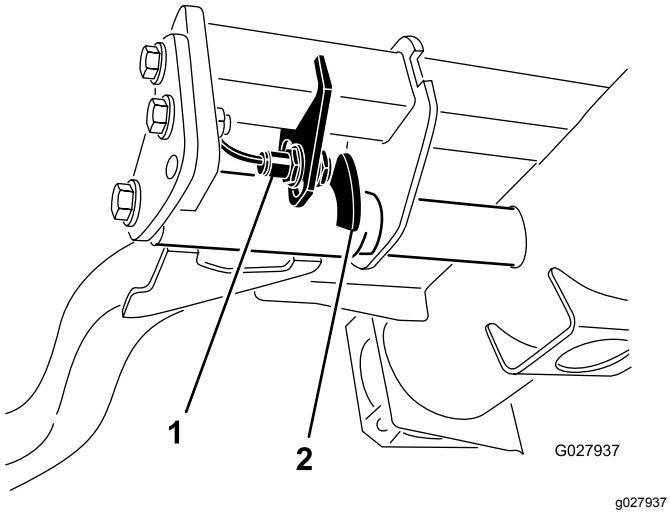

Figur 68
2. Lyftarmsbrytaren sitter under hydraultanken, bakom den främre, högra lyftarmen (Figur 68).
3. Lossa brytarens fästskruvar och flytta ned brytaren för att öka lyftarmens vändhöjd, eller flytta upp den för att minska vändhöjden (Figur 68).